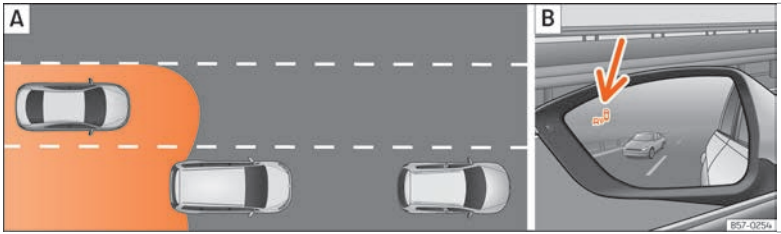

Fig. 165 Esquema: A Situação numa ultrapassagem com transito na parte traseira. B Indicação do assistente de ângulo morto no retrovisor exterior esquerdo.
Nas seguintes situações mostra-se uma indicação no retrovisor exterior ››› **Fig. 165** B (seta) ou ››› **Fig. 166** B (seta):
- Quando se é ultrapassado por outro veículo ››› **Fig. 165** A.